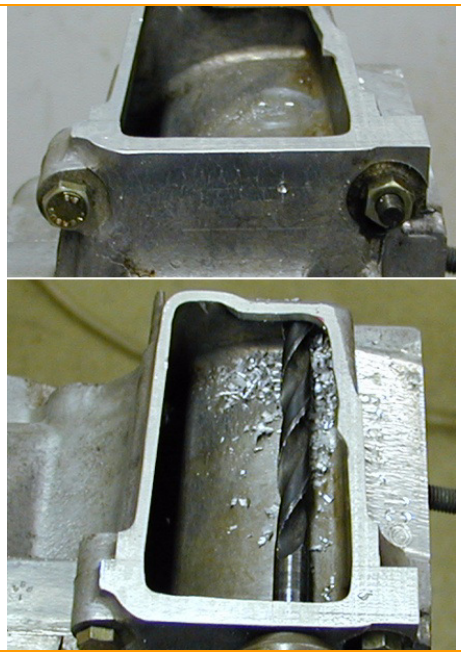

Fig.10
- Finally the required mounting holes can be drilled in the engine case with a 9 mm drill. Use the supplied template to locate the correct positions of the holes. (Fig. 10)
- Abschließend können nun die Befestigungsbohrungen für den Befestigungsblock mit Hilfe der beigelegten Schablone markiert und eingebracht werden. (Fig. 10)